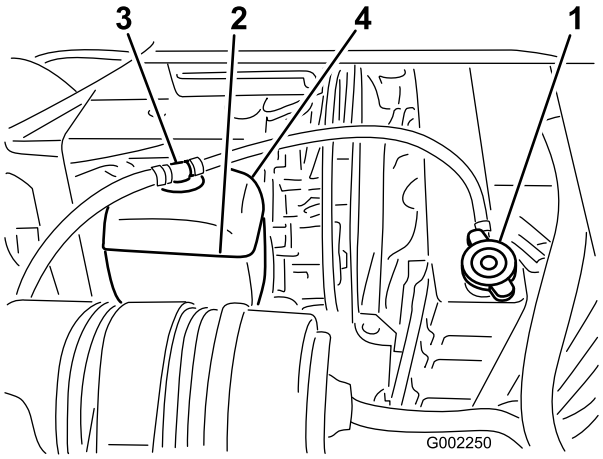

Figur 51
3. Ta radiatorlokket og lokket på ekspansjonstanken forsiktig av (Figur 51).